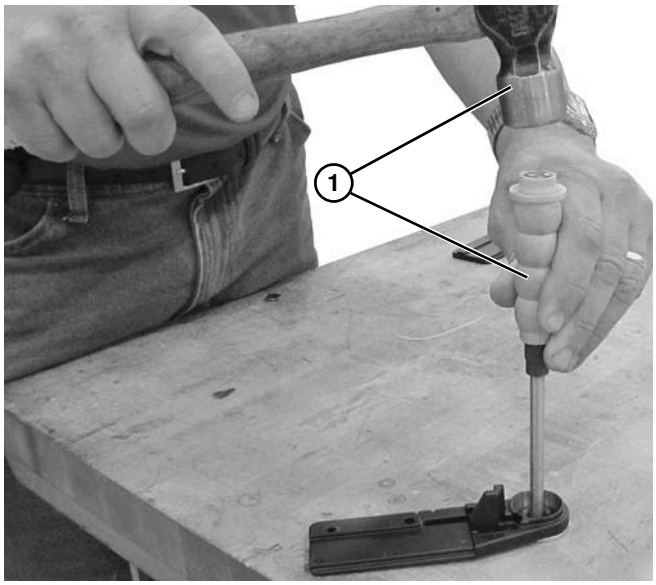
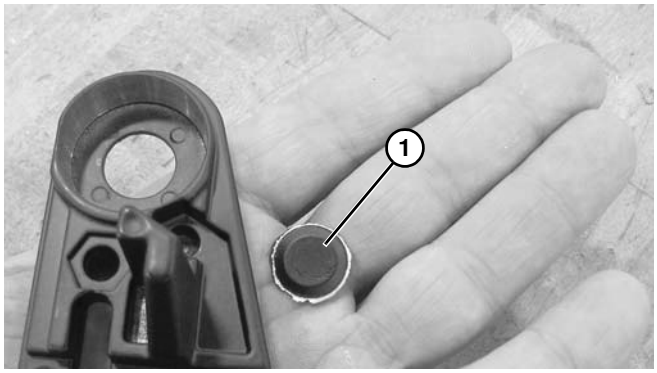

Figure 83
Figure 84
3. À l'aide d'un marteau et d'un poinçon (6 mm - 13 mm de diamètre) **(Figure 83, élément 1)** ou d'une longue tige éjecter le pion **(Figure 84, élément 1)** de l'axe soutenant la plaque arrière avec la rondelle.